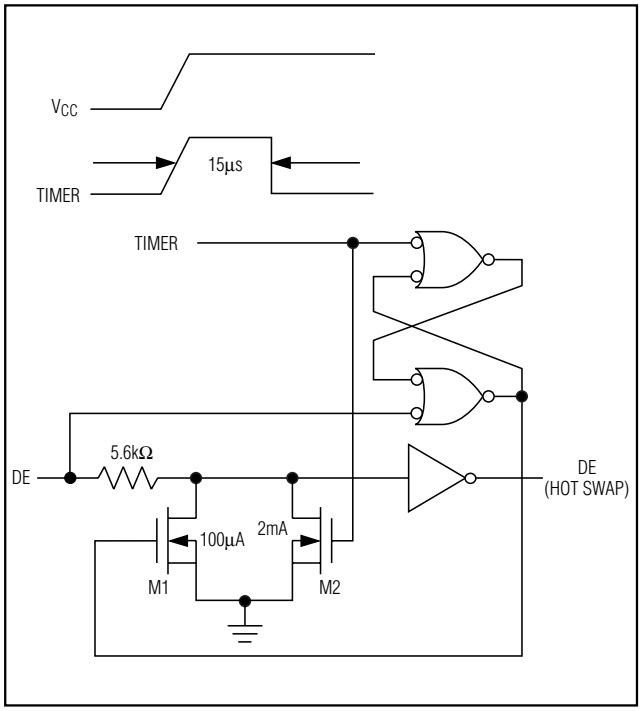

Figure 9. Simplified Structure of the Driver Enable Pin (DE)
At the driver enable input (DE), there are two NMOS devices, M1 and M2 (Figure 9). When V_{CC} ramps from 0, an internal 15µs timer turns on M2 and sets the SR latch, which also turns on M1. Transistors M2, a 2mA current sink, and M1, a 100µA current sink, pull DE to GND through a 5.6kΩ resistor. M2 pulls DE to the disabled state against an external parasitic capacitance up to 100pF that may drive DE high. After 15µs, the timer deactivates M2 while M1 remains on, holding DE low against three-state leakage currents that may drive DE high. M1 remains on until an external current source overcomes the required input current. At this time, the SR latch resets M1 and turns off. When M1 turns off, DE reverts to a standard, high-impedance CMOS input. Whenever V_{CC} drops below 1V, the input is reset.